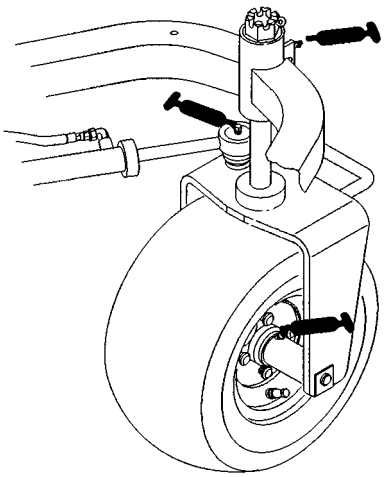
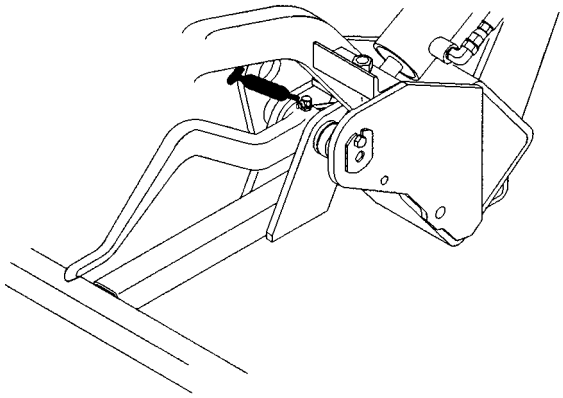
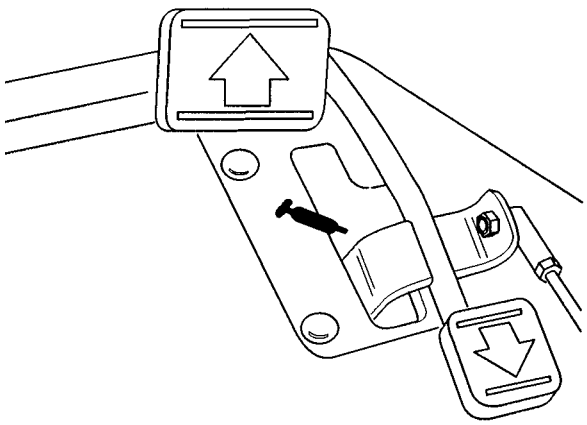

Fig. 19
Fig. 20
Fig. 21
I cuscinetti e le boccole del trattorino da lubrificare sono: mozzo della ruota posteriore (1), cuscinetto della ruota orientabile (1), cilindro dello sterzo (2) (Fig. 19), bracci di sollevamento (3) (Fig. 20), perno del pedale di trazione (1) (Fig. 21).